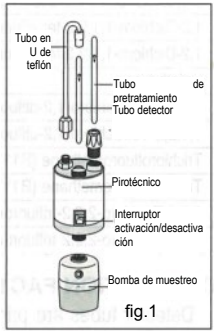

fig.1
5. Introduzca el tubo firmemente en el pirolizador pirotécnico de Gastec con la flecha (G►) del tubo orientada hacia el pirolizador pirotécnico de Gastec (fig. 1).